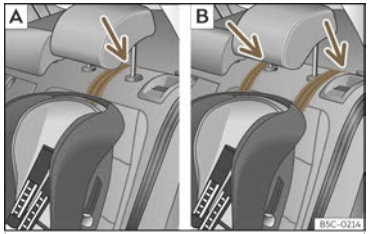
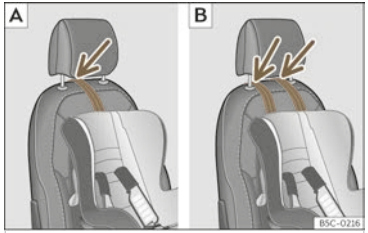

Fig. 45 Rear seats: adjustment and assembly according to the Top Tether belt.
Fig. 46 Front passenger seat: adjustment and assembly according to the Top Tether belt.
- Position the belt under the headrest (according to the instructions of the seat itself, lift or remove the headrest if necessary) >>> **Fig. 45**, >>> **Fig. 46**.